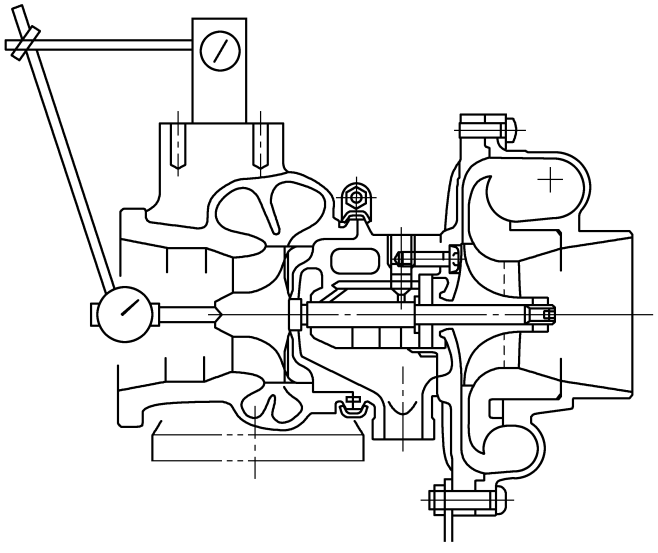
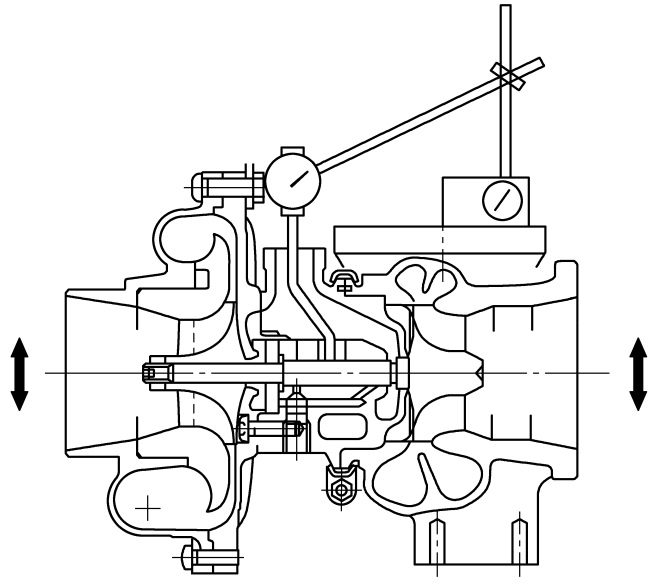
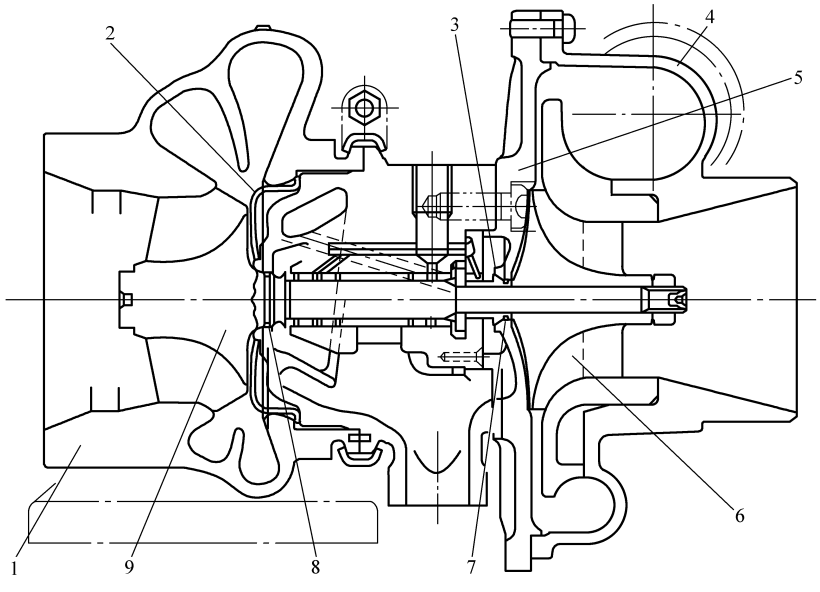
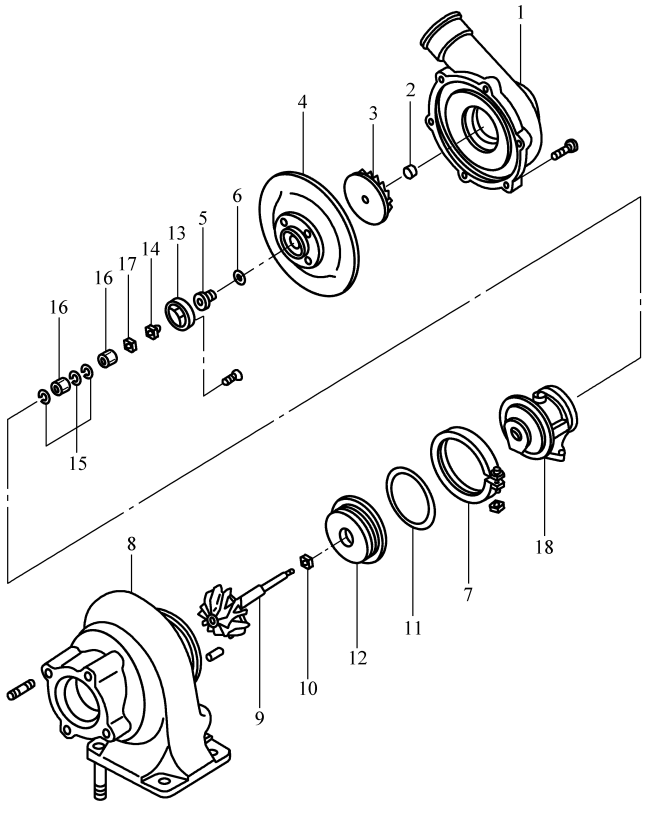

图 6-3　涡轮增压器涡轮轴的轴向间隙测量
图 6-4　涡轮轴与轴承之间的间隙测量
图 6-5　涡轮增压器结构
图 6-6　涡轮增压器分解顺序
② 涡轮增压器涡轮轴的轴向间隙测量见图 6-3；涡轮轴与轴承之间的间隙测量见图 6-4，测量间隙值见表 6-1。涡轮增压器结构见图 6-5，涡轮增压器的分解顺序见图 6-6。